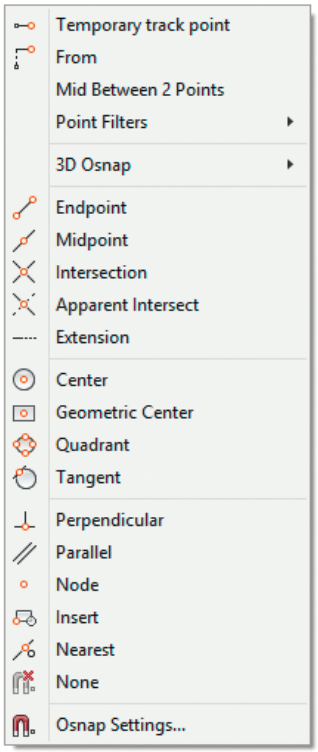

Рис. 2.17. Контекстное меню объектной привязки
- *объектная привязка* – вызывается при щелчке правой кнопкой мыши и одновременном нажатии клавиши **Shift**. Позволяет выбрать или настроить режимы объектной привязки и включить координатный фильтр (рис. 2.17);